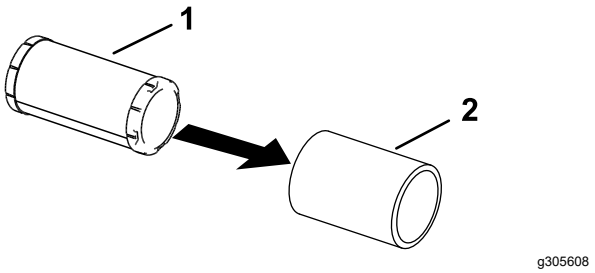

Figur 44
5. Skill skum- og papirelementene (Figur 44).